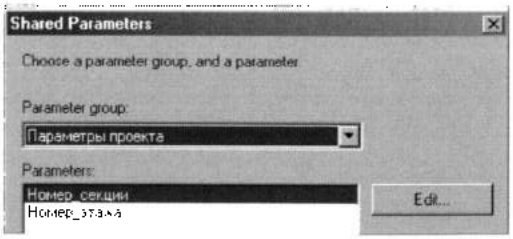

Рис. 12.4. *Выбор общего параметра*
2. Установить переключатель **Parameter Type** (Тип параметра) в положение *Shared Parameter* (Общий параметр) и, нажав ставшую доступной кнопку **Select** (Выбор), открыть бокс **Shared Parameters** (Общие параметры) (рис. 12.4).